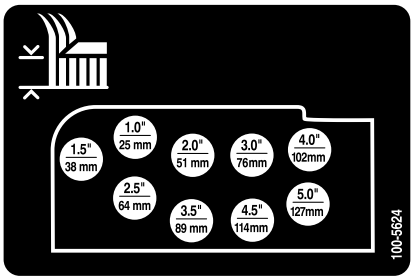

Figur 25
10. Monter klippehøydekjeden til ønsket klippehøydehull med ringstiften og hårnålssplinten (Figur 25).